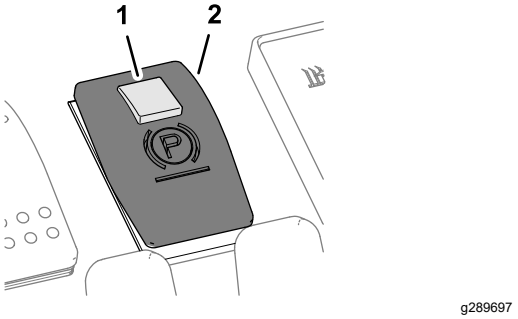

Figur 6
- För att koppla in parkeringsbromsen skjuter du bak den lilla låsknappen överst på brytaren och trycker brytaren framåt (Figur 6).